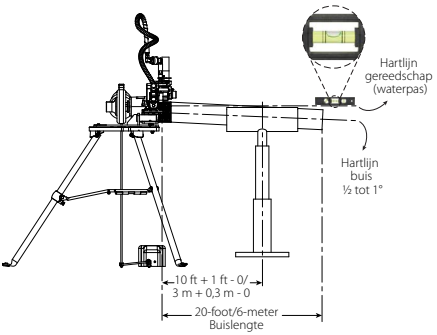

AFBEELDING 1: BUISONDERSTEUNING
1. Controleer of het gereedschap waterpas is. Zie het hoofdstuk “Instellen gereedschap” voor de nivelleringsvereisten. Stel de hoogte van de buizensteun in om een helling van ½ tot 1° verticale hoek op de leiding weg van het gereedschap (zie afbeelding 1) te creëren. Dit bevordert het zelftrekken en vermindert het einde van de buis.
5. Plaats de buizensteun iets verder dan de helft van de buislengte vanaf het gereedschap. Raadpleeg Afbeelding 1.